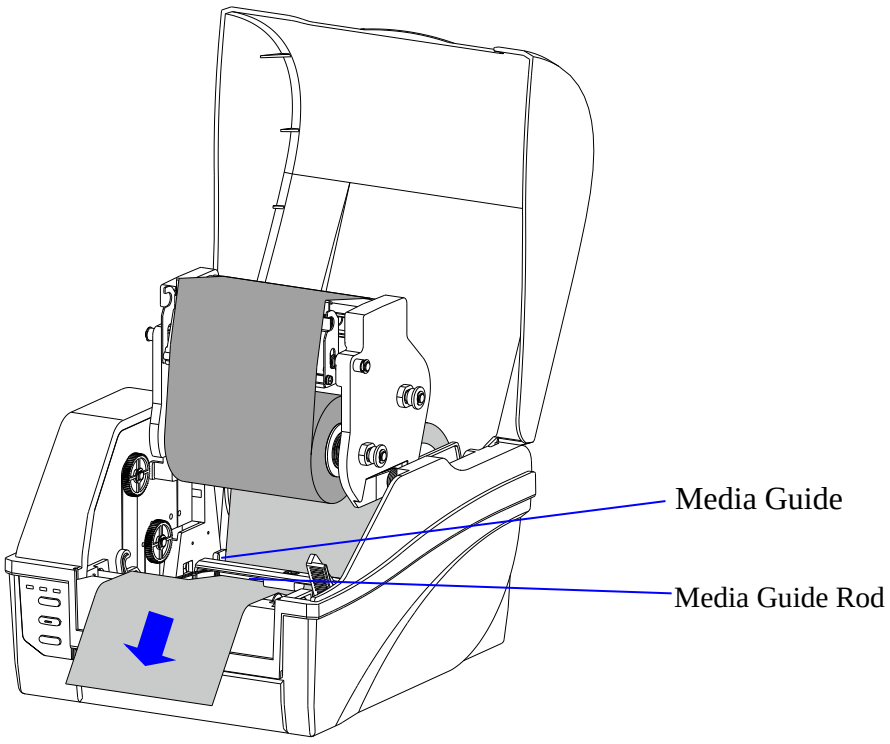

Figure 2-13 Thread the Media
4. Thread the media under the Media Guide Rod and Transmissive Media Sensor, as shown in Figure 2-13.